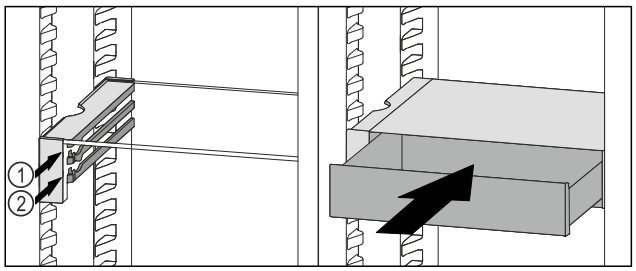

Fig. 146
▶ Coloque el cajón VarioSafe en la nervadura deseada *Fig. 146 (1)* o *Fig. 146 (2)* detrás de los topes.